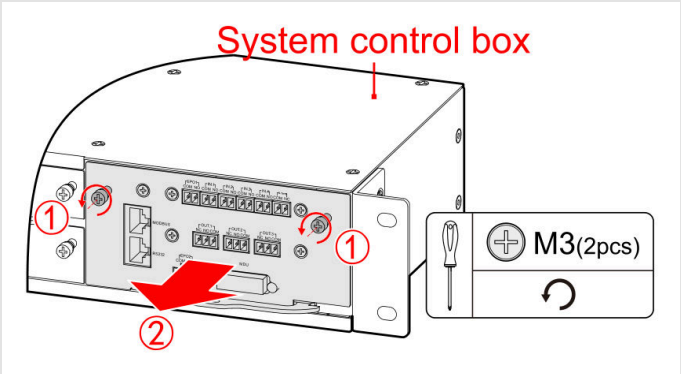

FIGURE 7-5 Remove the monitoring card (M3 × 2)
1. Loosen the two M3 screws of the monitoring card and pull the card out (Figure 7-5).